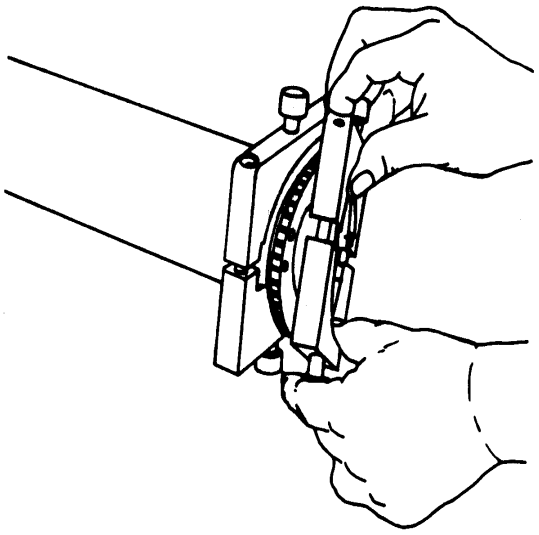

Figure 8. Installing 6796304 Torquemeter Shaft Pickup Teeth Covers
b. Install 6796304 torquemeter shaft pickup teeth covers. (This is not only to protect the teeth but to serve as a stand to hold the torquemeter shaft upright as the inner ring is installed.) (See figure 8.)
c. Check that outer shaft to bearing inner ring tolerance is 0.0015T minimum to 0.0004T maximum. (QA).